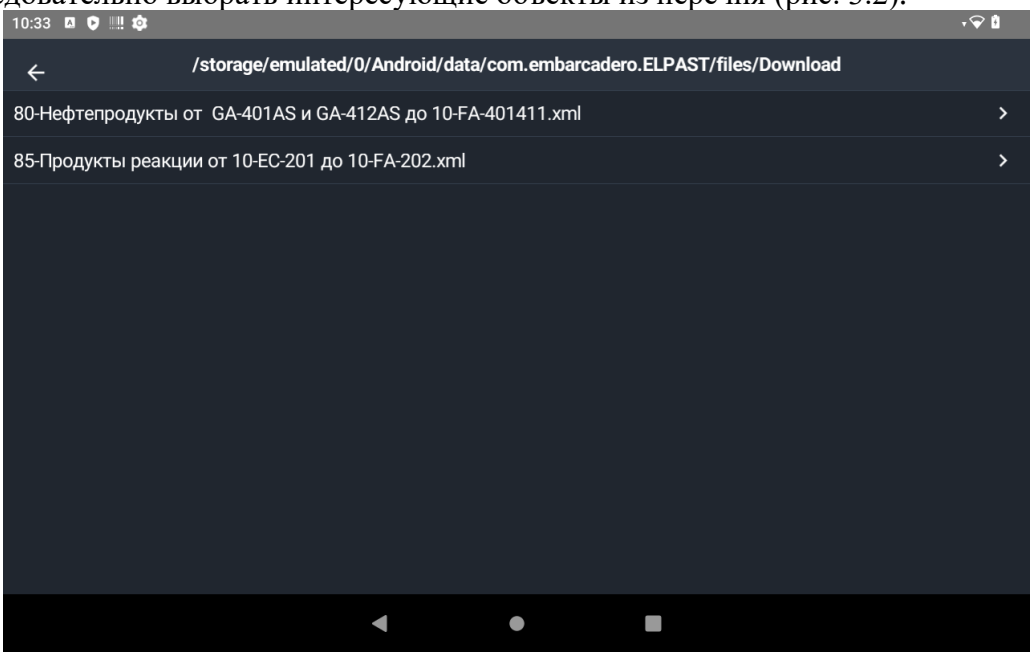

Рис. 3.2 – Пример перечня объектов для выбора
3. Последовательно выбрать интересующие объекты из перечня (рис. 3.2).